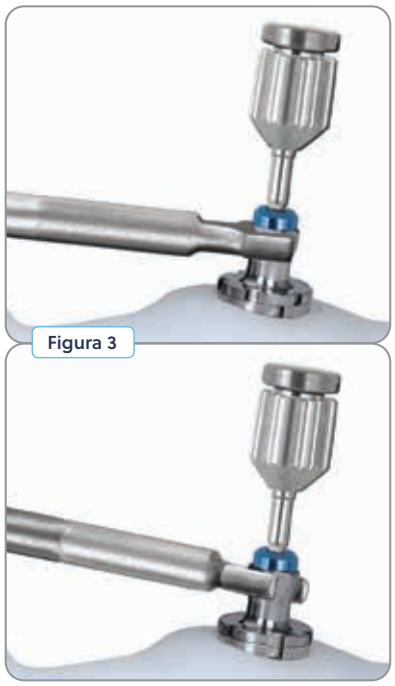

Figura 3
- Cuando utilice las monturas de implante y las terrajas óseas, haga avanzar los instrumentos hasta que el reborde del instrumento entre en contacto con el tubo maestro. Se recomienda utilizar la llave de carraca WR150 con un extensor para las rotaciones finales de estos instrumentos. Una vez asentados, no siga rotando estos instrumentos, ya que podrían producirse daños en el instrumental o en la osteotomía [Figura 3].